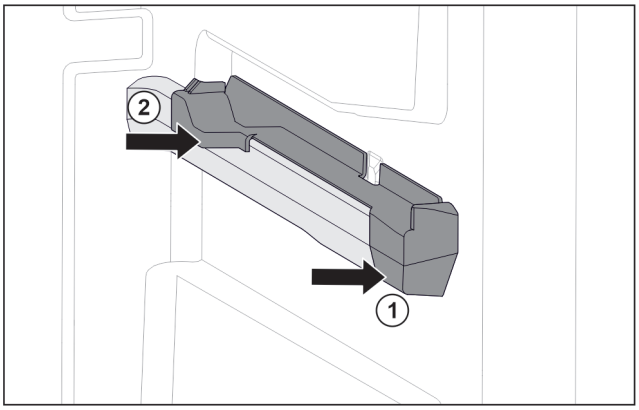

Fig. 151 右侧容器肋梁上的插装件
▶ 将插装件前部放到容器肋梁上。 *Fig. 151 (1)*
▶ 压紧插装件后部。 *Fig. 151 (2)*